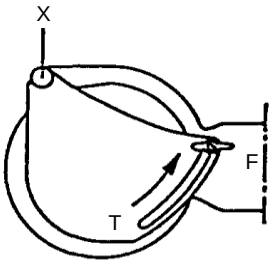

Abb. 7.7 – Einstellung des Tiefenanschlages
Diese Maschinen sind mit einstellbarem Tiefenanschlag (T) versehen, *s. Abb. 7.7.*